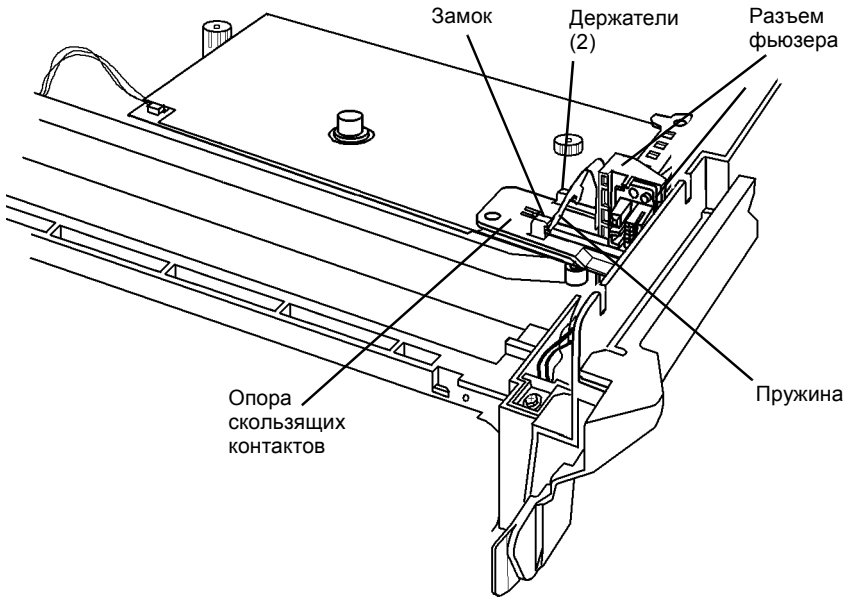

Рисунок 2 Отсоединение разъема фьюзера
11. Снимите разъем с опоры скользящего контакта (Рисунок 2).